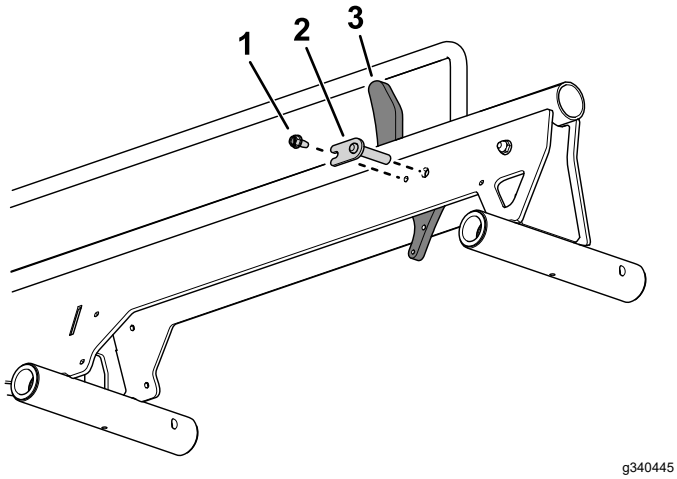

Rysunek 2
2. Użyj bolców i śruby imbusowej, aby zamocować ogranicznik koła do zespołu szyny (Rysunek 2).